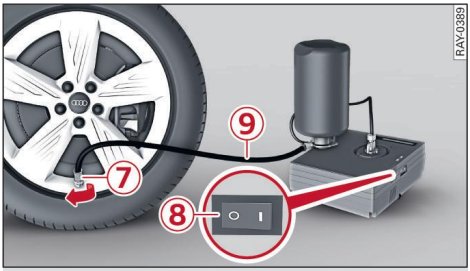

Fig. 147 Connecting the tyre repair kit
- Take the connector ③ and the compressor hose ④ out from the bottom of the housing.
- Screw one end of the compressor hose ④ clockwise into the socket ⑤ on the compressor[1]. Screw the other end onto the flange ⑥ of the tyre sealant container ①.
- Place the tyre sealant container (flange facing down) into the opening ② on the compressor.
- Screw the filler hose ⑨ onto the valve ⑦ ⇨ *Fig. 147*.
- Move the switch ⑧ ⇨ *Fig. 147* on the compressor to position **I**.